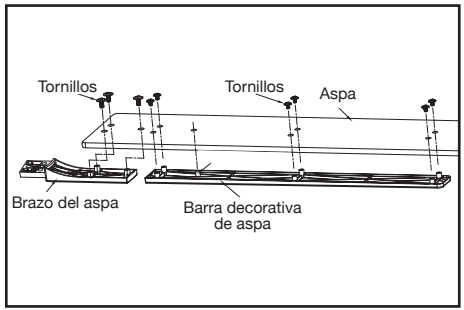

Figura 11
1. Fija un brazo de aspa a una de ellas alineando tres orificios para tornillo en el brazo con los correspondientes en el aspa y asegurando con los tornillos incluidos; fija una barra decorativa de aspa a ésta alineando seis orificios y el poste de alineación para tornillo de la barra con los agujeros del aspa y asegurando con los tornillos incluidos; repite el procedimiento para las demás aspas. (Figura 11)